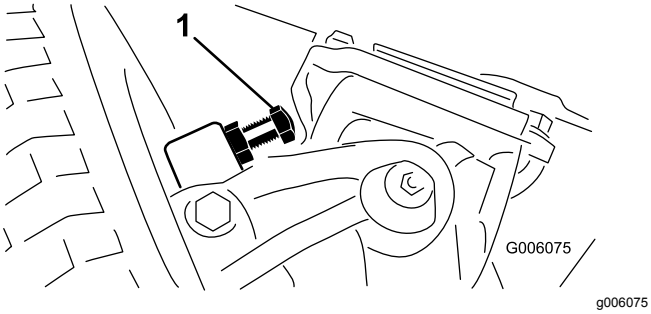

Figur 70
1. Gänga in eller ut skruvarna tills du får ett spel på 0,23 cm, se Figur 70.